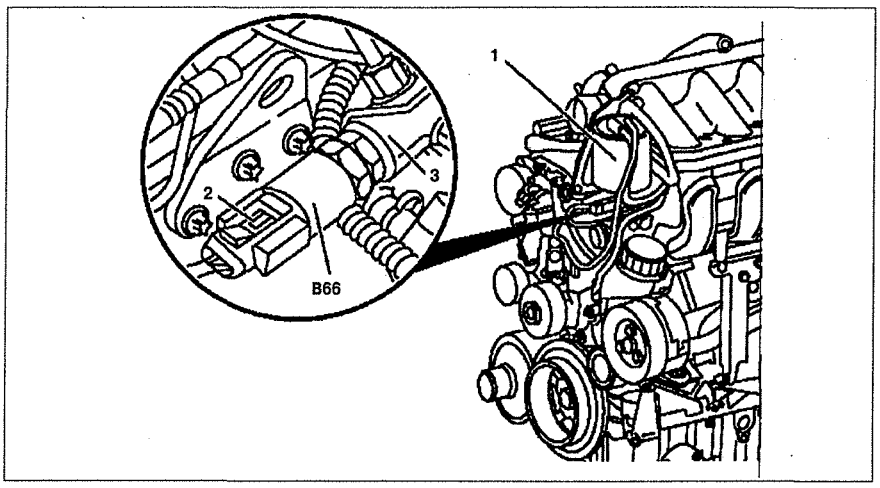

Рис. 5.62. Датчик давления топлива в распределителе:
1. Снимите топливный фильтр **1** (см.рис.5.62).